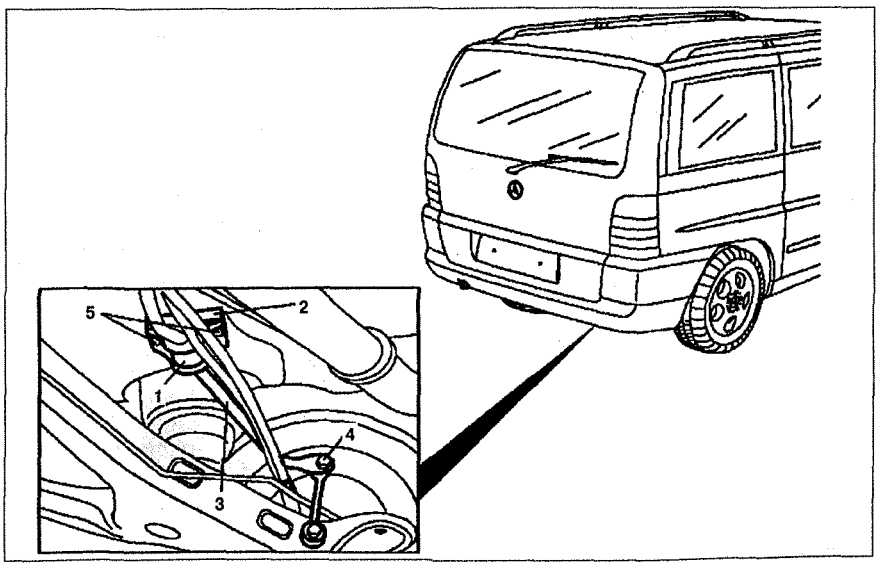

Рис. 7.14. Стабилизатор поперечной устойчивости (автомобили 638.244 с 1.04.97 с пневмоподвеской задних колес):
1. Снимите фиксаторы **1** и резиновые втулки **2**, присоединяющие стабилизатор **3** к раме (см.рис.7.14).